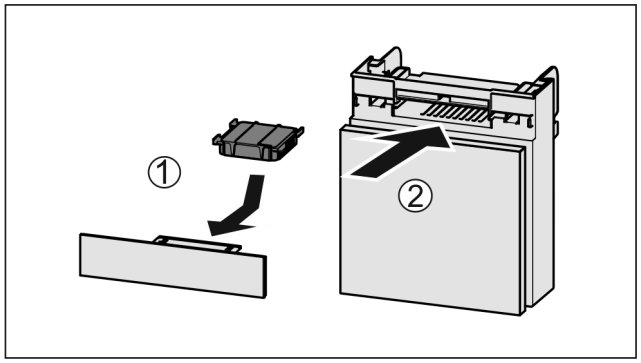

Fig. 177
▶ Filtr s aktivním uhlím vložte podle vyobrazení *Fig. 177 (1)*.
▶ Zásuvku zasuňte *Fig. 177 (2)*.